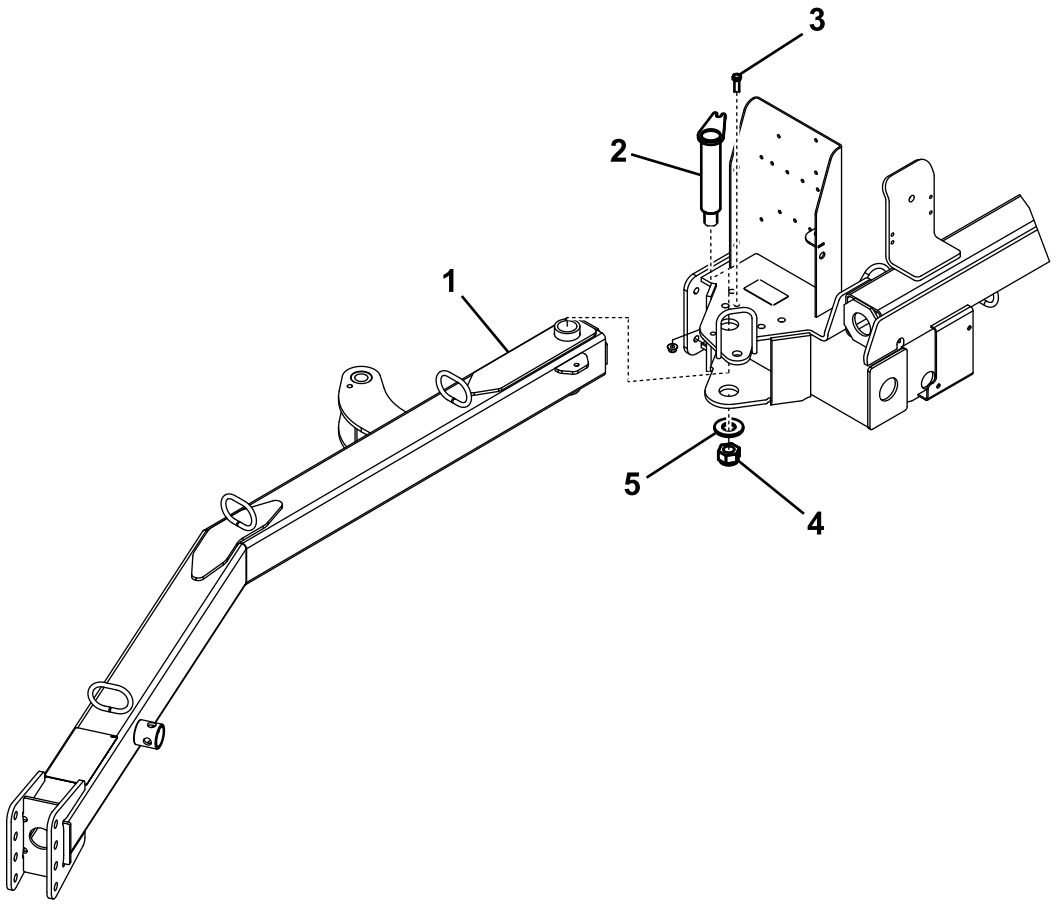

Figur 3
1. Isæt den bageste ende af anhængertrækstangens trækkrog mellem monteringspladerne på fejemaskinen. Sørg for, at monteringshullerne flugter (Figur 3).
2. Isæt koblingstappen gennem monteringspladerne og anhængertrækstangens trækkrog (Figur 3).
3. Fastgør toppen af koblingstappen på monteringspladen med en bolt på 3/8 x 1-1/4 tommer og en 3/8-tommer låsemøtrik (Figur 3).
4. Fastgør bunden af koblingstappen med en stor spændeskive, en stor møtrik og en sætskrue med firkantet hoved (Figur 3).